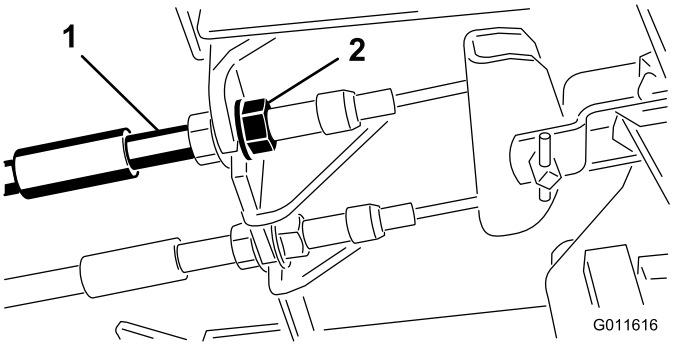

Figur 65
1. Tilspænd bremserne for at reducere bremsepedalernes frie vandring ved at løsne den forreste møtrik på bremsekablets gevindende (Figur 65).